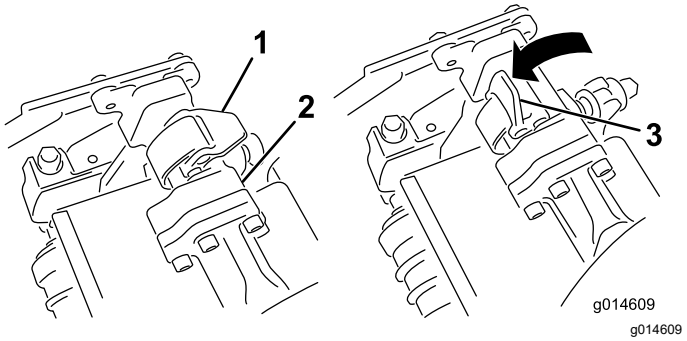
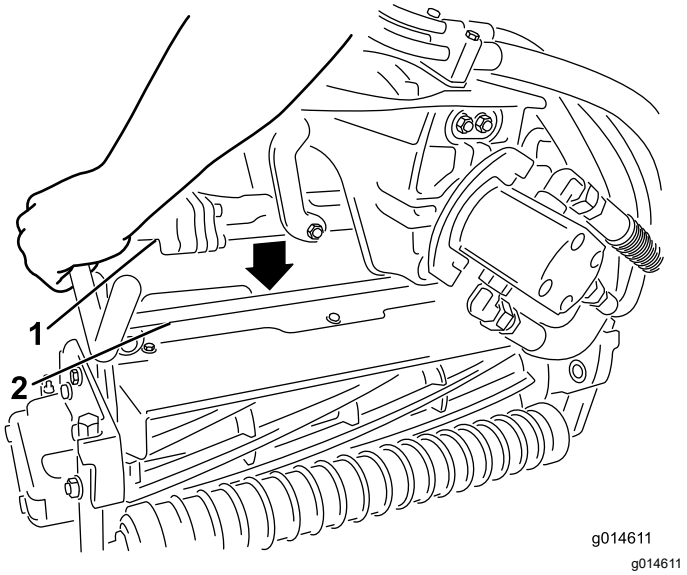

Rysunek 47
Rysunek 48
3. Gdy zapadki na pręcie ramienia podwieszonego skierowane są ku górze (tzn. gdy są otwarte) (Rysunek 47), popchnij ramię podwieszone w dół, tak aby pręt dopasował się do innego pręta w górnej części zespołu tnącego (Rysunek 48).
4. Zamknij zapadki wokół pręta zespołu tnącego, a następnie zablokuj je na swoim miejscu (Rysunek 47).
4. Otwórz zapadki na pręcie ramienia podwieszonego demontowanego zespołu tnącego (Rysunek 47).